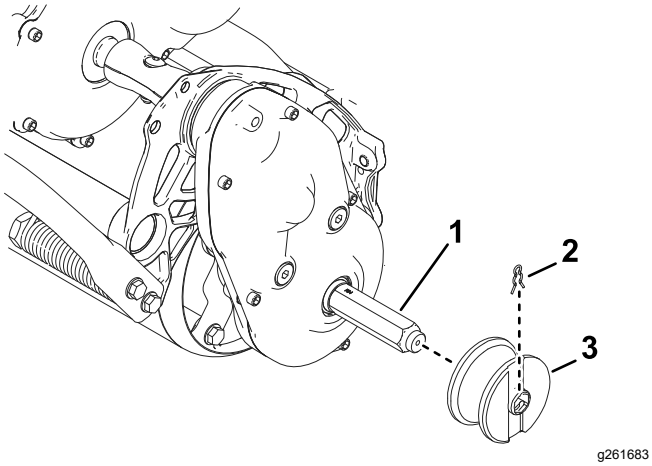

Rysunek 29
- **Zestaw szynowy:** Zamontuj koła na wałach sześciokątnych (Rysunek 29).